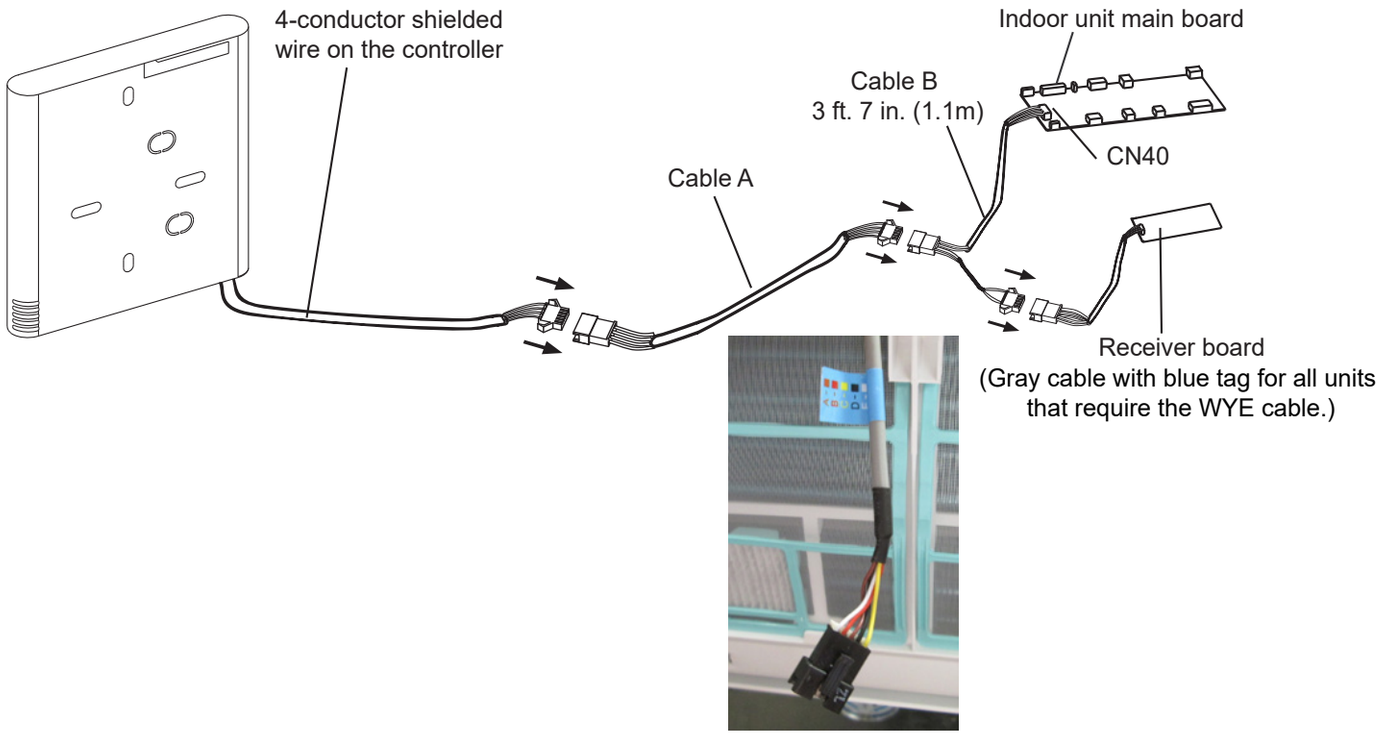

Figure 2. Wiring Connections MMDA/B, MCFA/B, M22A and M33A/B/C
1. Use the wiring connections illustrations (Figures 2 and 6) to connect the controller to the indoor unit. ***NOTE -*** *Connection details for wall-mounted units differ from the other indoor unit types.*